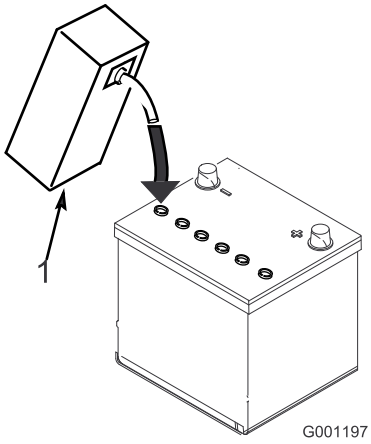

Figuur 5
3. Giet voorzichtig accuzuur in elke cel totdat de vloeistof ongeveer 6 mm boven de platen staat (Figuur 5).
4. Laat de platen ongeveer 20 tot 30 minuten weken in het accuzuur. Vul indien nodig bij totdat het accuzuur ongeveer 6 mm van de onderkant van de vulbuis staat (Figuur 5).